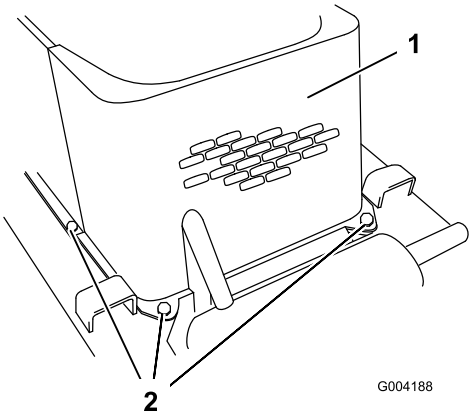

Figuur 26
5. Verwijder de 4 bouten waarmee het voorscherm aan het frame van de tractie-eenheid is bevestigd (Figuur 26).